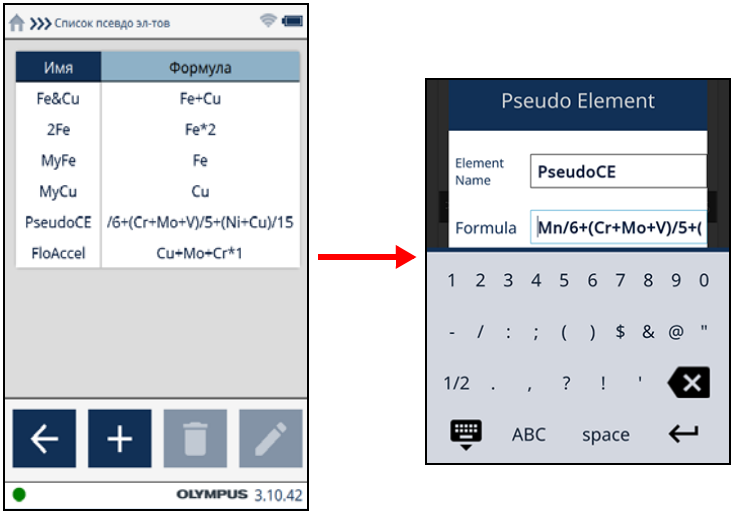

Рис. 2-47 Экран (слева) и диалоговое окно (справа) Список псевдо эл-тов
1. На экране **Ред. псевдо эл-т** нажмите кнопку **Ред. список** ( ), чтобы открыть экран **Список псевдо эл-тов** (см. Рис. 2-47 на стр. 57, слева).
2. Нажмите кнопку **Добавить** ( ) для наименования и построения новой формулы в диалоговом окне **Псевдоэлемент** (см. Рис. 2-47 на стр. 57, справа).